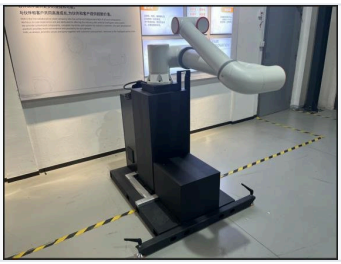

Rys. 21. Robot na kolumnie, właściwe ustawienie (dokumentacja FAIRINO).
9. Zamontuj robota na kolumnie podnoszącej. Wyjście przewodu ramienia skieruj w prawo, w stronę szafy sterowniczej (rys. 21–22). Przykręć robota do kołnierza kolumny śrubami dla Twojego modelu i dokręć je momentem z instrukcji 01, rozdział 3. Instrukcja producenta stanowiska nie podaje śrub ani momentu. Jeśli otwory kołnierza kolumny nie pasują do otworów w podstawie robota, nie montuj robota i skontaktuj się z Aveną.